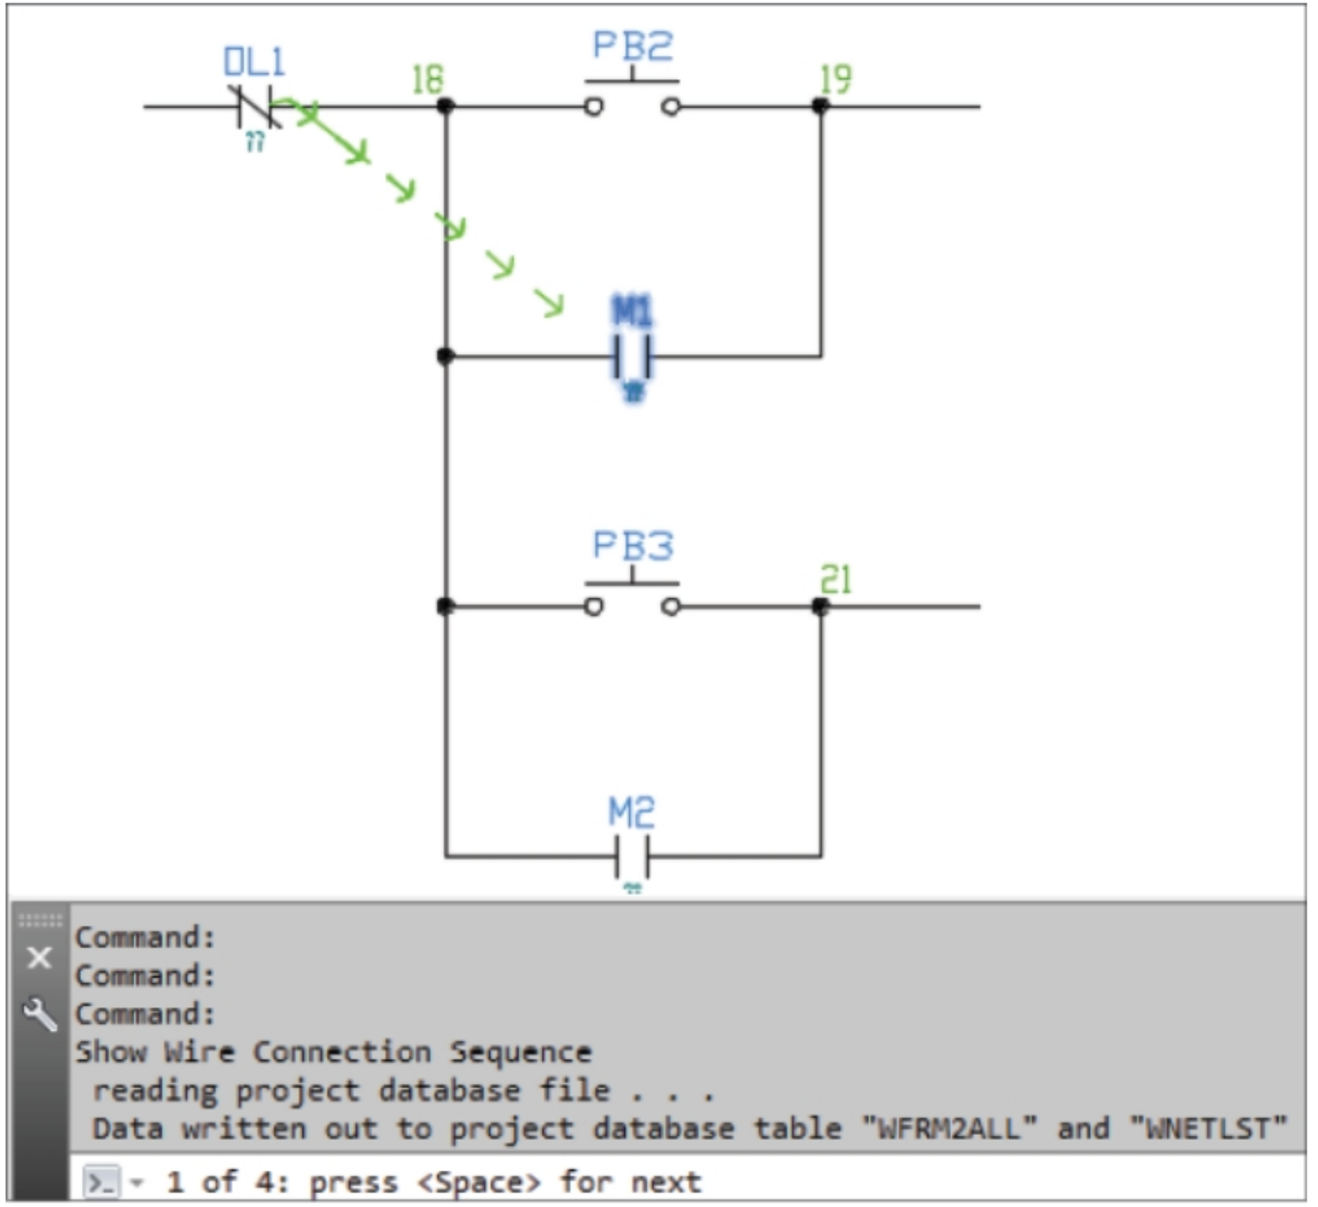

Figure-101. Preview of wire connection
- Select a wire segment of the network. Preview of connection will be displayed; refer to Figure-101.